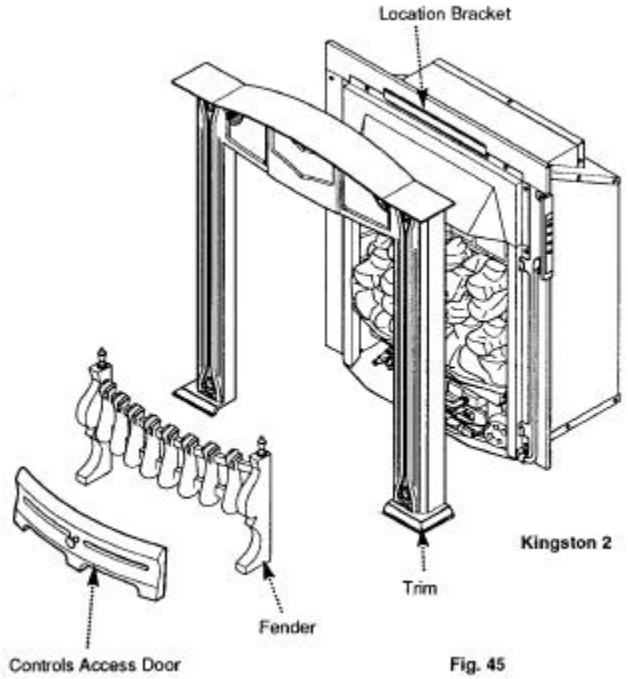

Fig. 45
11.3 Kingston 2 Models (Fig. 45)